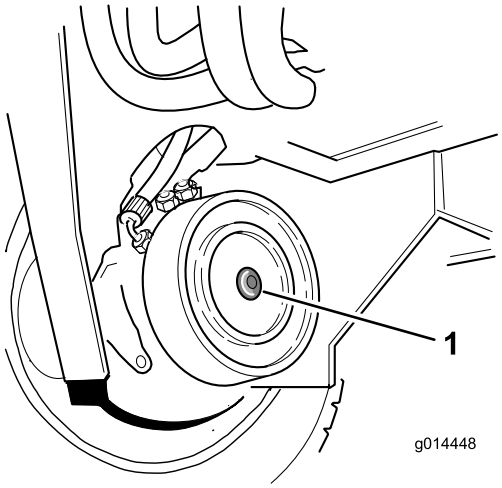

Figur 62
2. Lokalisera den högra framhjulmotorns skivbromsenhet och ta bort sexkantspluggen (Figur 62).